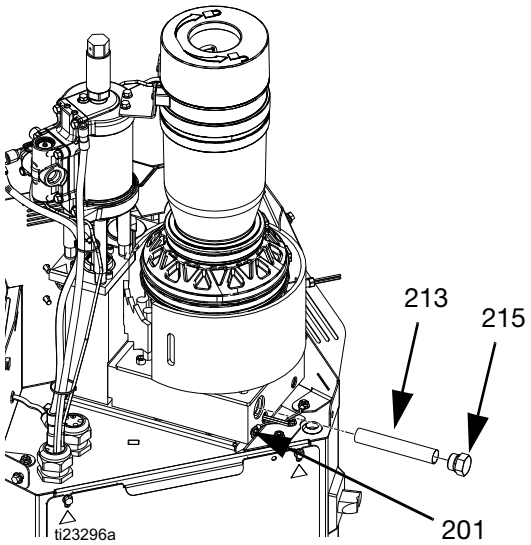

**FIG. 24**
To ensure the adhesive is a gel, not a liquid, do not remove inlet filter cap (215) when the temperature is above the desired temperature. If the temperature is too low, the adhesive viscosity may be too high to remove the inlet filter (213). See FIG. 24, page 42.
6. Place a piece of cardboard beneath the inlet filter cap (215) to route fluid away from system into a waste container in the event the adhesive is a fluid.
7. Use 1 in. socket to remove inlet filter cap (215).